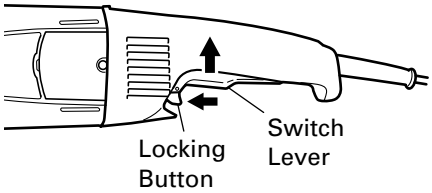

Fig. 3
2. Turn the grinder "on". (Fig. 3)